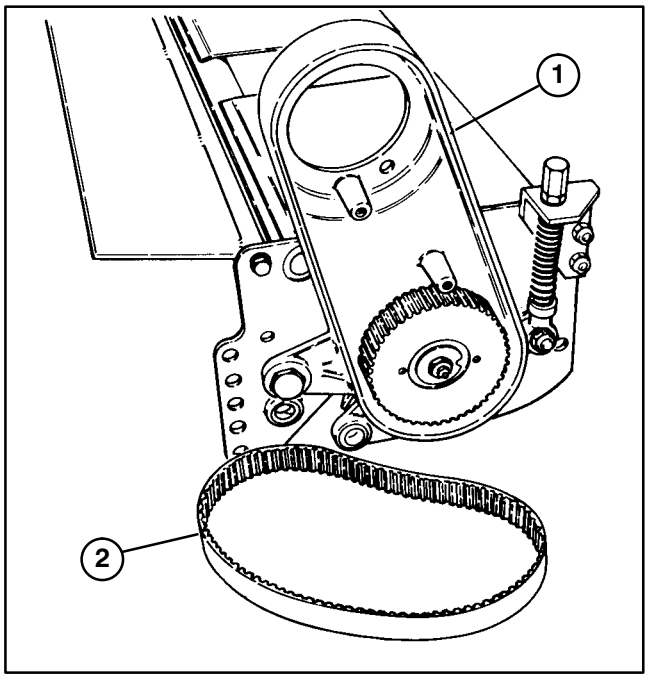

Figure 29
4. Disassemble the cone nut from the shoulder bolt securing the bearing housing to the sideplate, remove the belleville washer and bolt and slide the bearing housing off the reel shaft (Fig. 29).
5. Disassemble the cover from the drive housing and remove the drive belt from the housing (Fig. 29).
10. Ensure the slot in the pulley washer is aligned with the roll pin in the pulley and install the washer, toothed washer and reel capscrew (Fig. 29). Apply a medium strength thread locking compound to the reel capscrew during assembly. Torque the capscrew to 45 – 55 ft.–lbs.